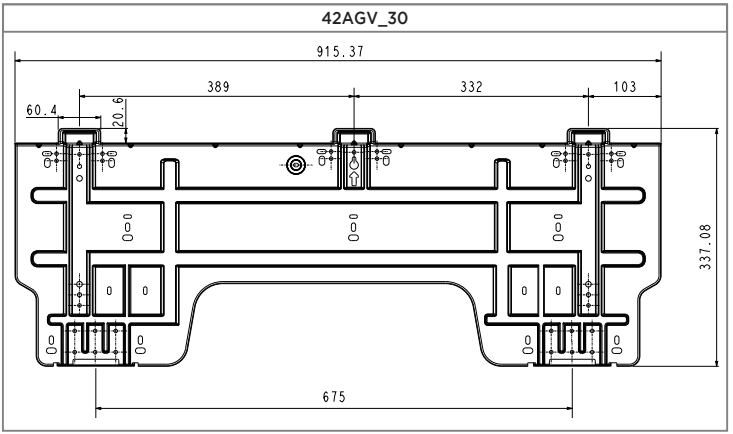

FIG. 11 - PLACA (SUPORTE) DE MONTAGEM
- Fixe o suporte à parede com parafusos autoatarraxantes através dos furos próximos à borda externa dele como mostrado na Fig. 11 (Coloque parafusos em todos os furos superiores).